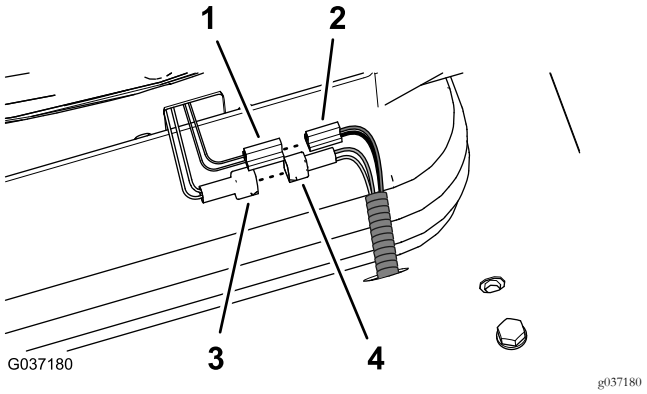
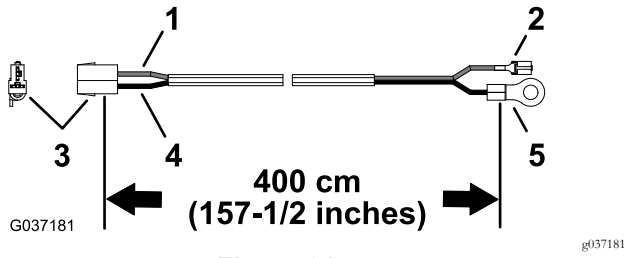

Figure 30
Figure 31
2. Branchez le connecteur associé au contacteur du siège (fils jaune et gris) au connecteur du faisceau de la machine (Figure 30).
3. Localisez le faisceau de câblage de 400 cm (avec cosse à anneau) comme montré à la Figure 31.
5. Branchez le connecteur à 2 lames de la suspension pneumatique du siège au connecteur à 2 douilles (fils noir et rouge) du faisceau de kit de 400 cm ; voir la Figure 30 sous Figure 31.